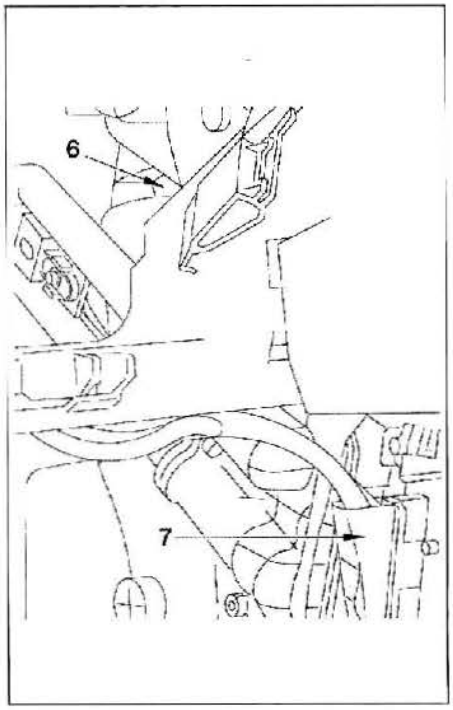

FIG. 17
• Sacar los conectores del módulo o de la resistencia (6) de ventilador y de la esistencia térmica adicional (7) **(fig. 17)** y separar los cableados eléctricos.